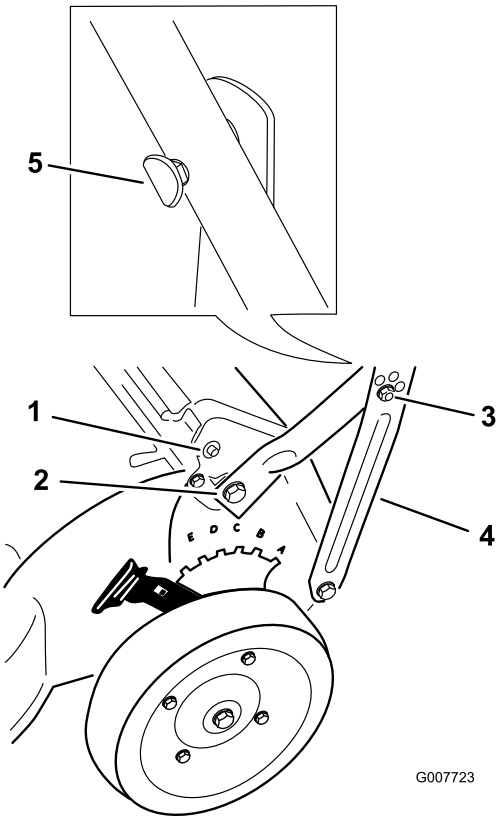

Figure 3
2. Attach the handle to the mower housing with 2 self-tapping hex head screws, 2 washers, and 2 spacers (Figure 3), **but do not tighten the self-tapping hex head screws.**
4. Attach the handle braces to the lower handle sides with 2 oval-head bolts and secure them finger tight using 2 locknuts (Figure 3).
5. Align the oval bolt heads with the handle as shown in Figure 3; then secure the handle as follows:
- If the holes in the handle are round, align the oval bolt heads with the handle as shown in Figure 3; then, holding the heads in that position, tighten each nut with a wrench to pull the square shank into the handle until the bolt heads are tight against the handle.
- If the holes in the handle are square, align the oval head bolt heads with the handle as shown in Figure 3, insert the square shank into the handle so that the bolt heads are tight against the handle, and then tighten the locknuts (Figure 3).
Note: Attach the cable tie as low as possible on the handle to prevent the cable(s) from hooking onto the end cap on the rear door rod and interfering with the self-propel system (Figure 3).